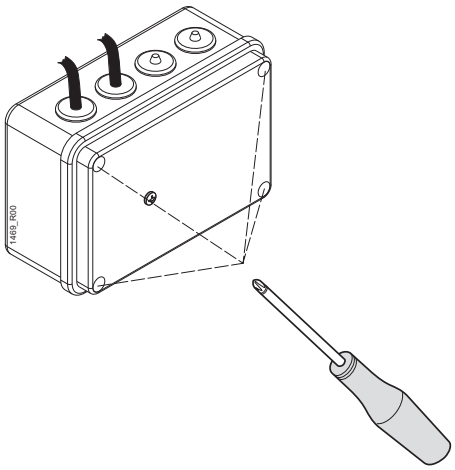

Fig. 3
- Aprire la scatola elettrica, svitando le 4 viti poste sul coperchio (fig 3).